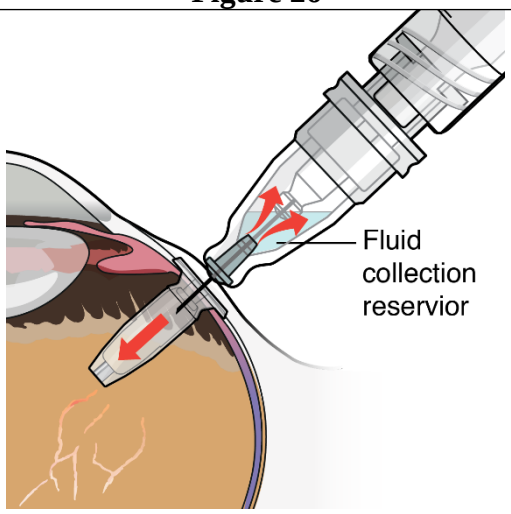

Figure 27
- As ranibizumab is administered into the implant, existing solution from the implant should immediately begin to fill the refill needle fluid collection chamber (see Figure 27).